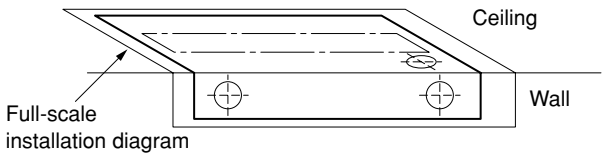

**Fig. 3-37**
(1) Place the full-scale diagram (supplied) on the ceiling at the spot where you want to install the indoor unit. Use a pencil to mark the drill holes. (Fig. 3-37).